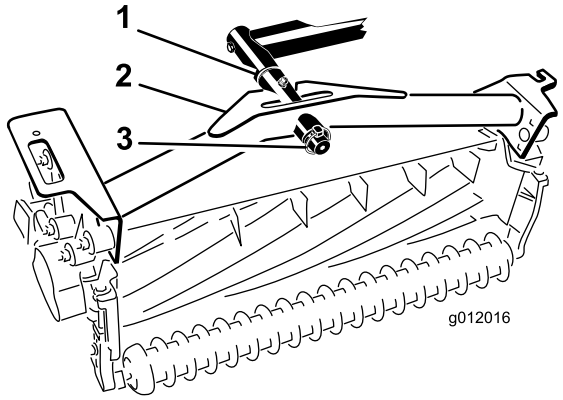

Figura 20
2. Deslice el bastidor de tiro de la unidad de corte sobre la barra de giro y fíjelo con un pasador de seguridad (Figura 20).